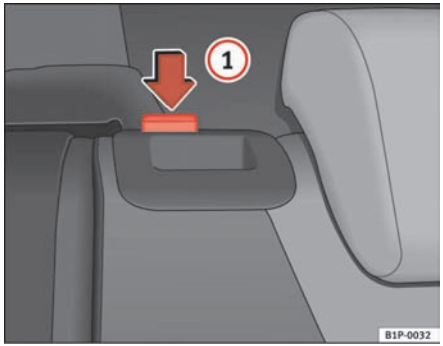

Fig. 94 Folding up the rear seat back
– Fold the backrest back and push the backrest firmly into the lock. The red marking should no longer be visible ⇒ fig. 94.